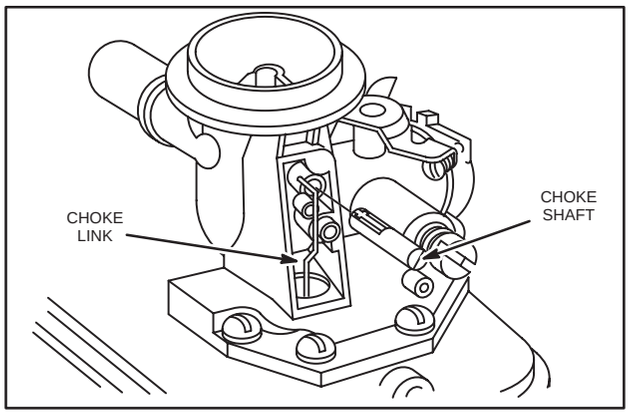

Fig. 225 – REMOVING AUTOMATIC CHOKE, TYPICAL
2. Then slide choke link out choke shaft lever. Pull shaft out of plate, Fig. 225.